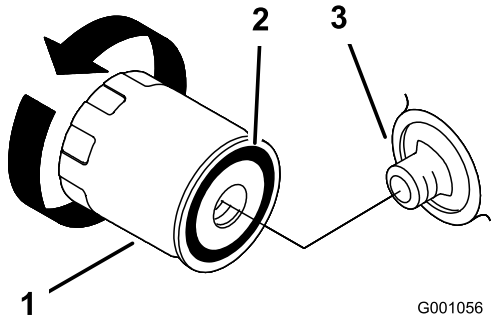

Figur 21
2. Ta bort det gamla filtret och torka av ytan på påfyllningsadapterns packning (Figur 21).
3. Stryk på ett tunt lager ny olja på utbytesfiltrets gummipackning (Figur 21).
4. Montera det nya oljefiltret på filteradaptern och vrid oljefiltret medsols tills gummipackningen kommer i kontakt med filteradaptern. Skruva sedan åt filtret ytterligare med två tredjedels varv till ett helt varv (Figur 21).